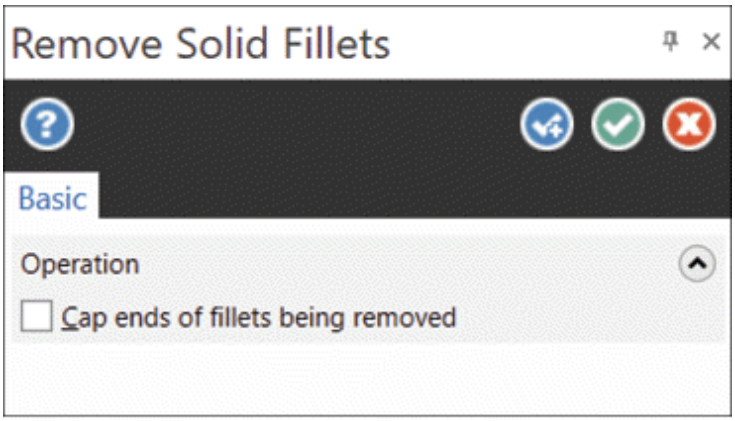

Figure-16. Remove Solid Fillets Manager
- Click on the **Remove Fillets** tool from the **Modify** group in the **Model Prep** tab of the **Ribbon**. The **Remove Solid Fillets Manager** will be displayed; refer to Figure-16 and you will be asked to select faces of fillets to be removed.